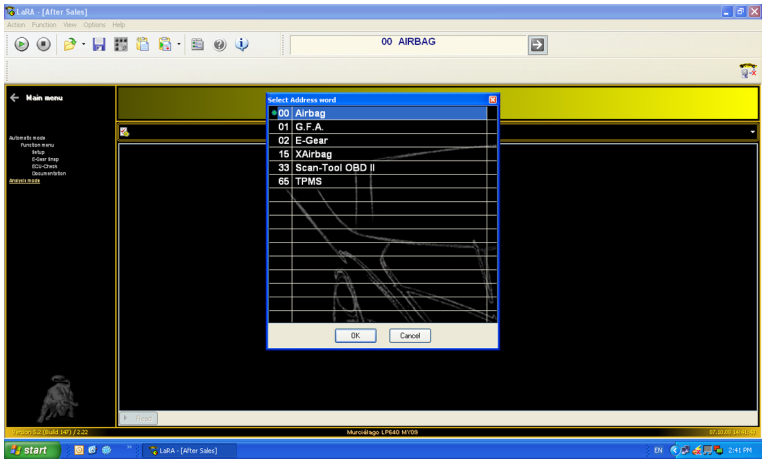

Fig.24
- Select the **00 AIR BAG (Fig.24)** control unit from the list of control units